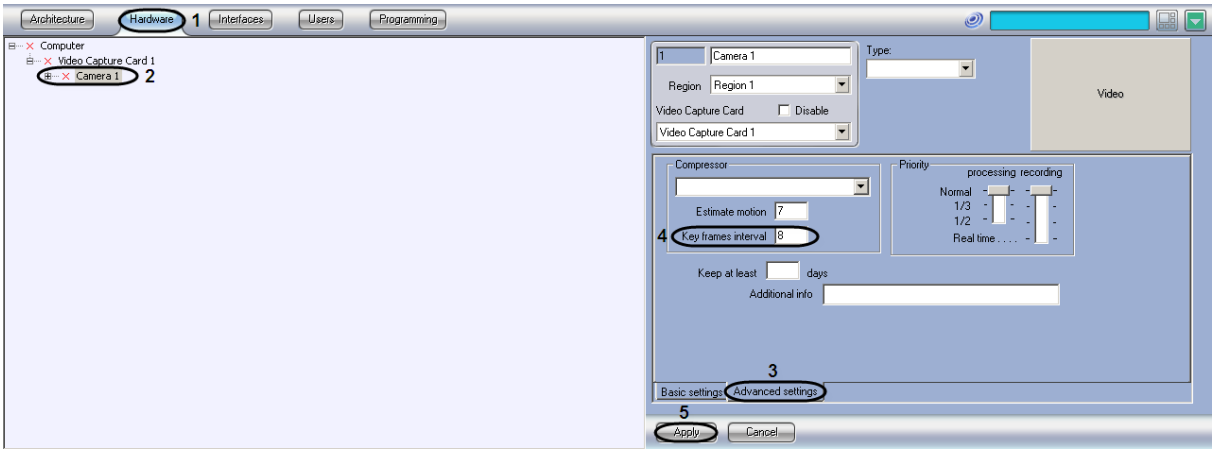

Figure 8.4-22 Key frame rate settings
1. Go to the “Hardware” tab in the “System settings” dialog box (Figure 8.4-22, 1).
2. Select the “Camera” object, created before, corresponding to the camera to be adjusted, in the objects tree of the “Hardware” tab (Figure 8.4-22, 2). The settings panel for the selected object is displayed on the right of the “Hardware” tab.
3. Go to the “Advanced settings” tab on the settings panel of the “Camera” object (Figure 8.4-22, 3)
4. Specify the required value of key frame rate in the “Key frames interval” field (Figure 8.4-22, 4).
5. Click the “Apply” button (Figure 8.4-22, 5).